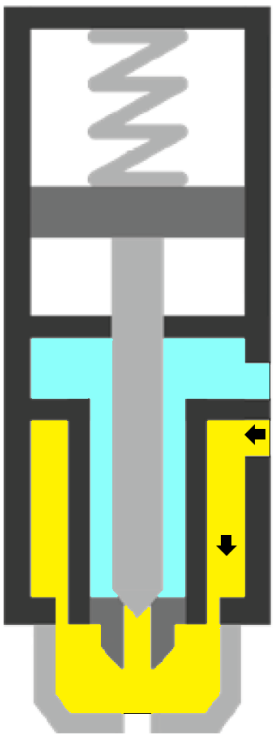

Abbildung 03 – Ruhephase
- Die Flüssigkeit steht in ihrer Kammer unter Druck bereit, während sich die Zerstäubungsluft in der separaten Luftkammer befindet (Abbildung 03);
- Wenn die Dosierung beendet werden soll, lässt der Bediener den Hebel los, wodurch die Nadel geschlossen wird (Abbildung 03).